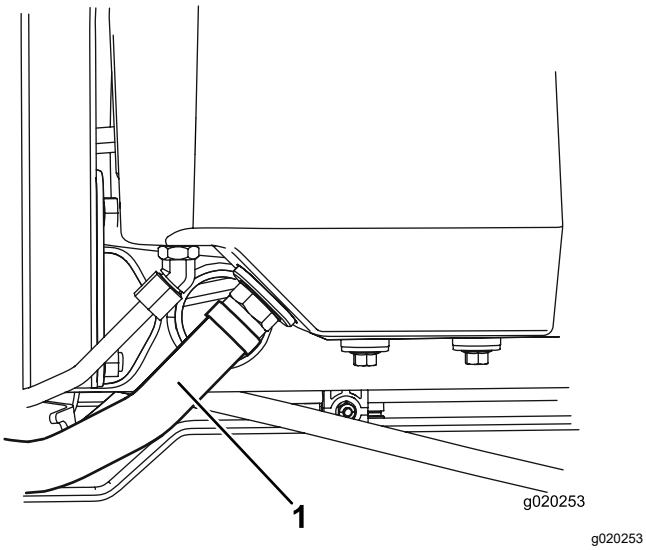

Figuur 92
2. Maak de grote hydraulische slang (Figuur 92) los van het reservoir en laat de hydraulische vloeistof in een opvangbak lopen.